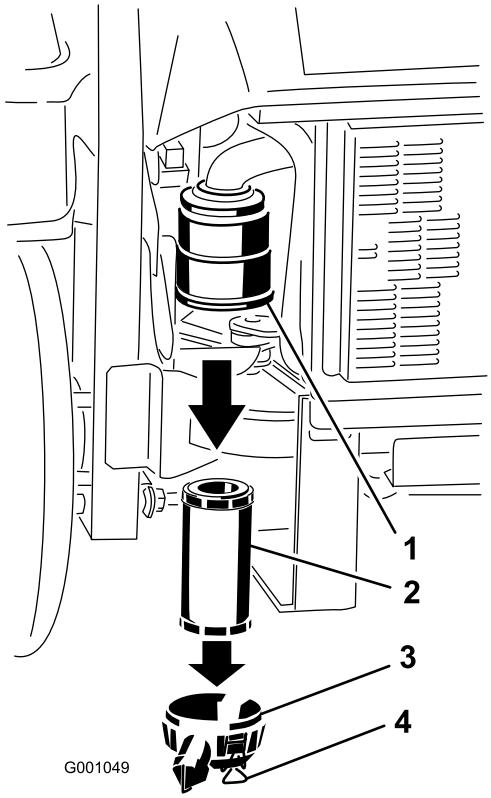

Figur 30
3. Lossa spärrhakarna på luftrenaren och dra av luftrenarkåpan från luftrenarhuset (Figur 30).
5. Dra försiktigt ut filtret ur luftrenarhuset (Figur 30). Undvik att knacka filtret mot sidan på luftrenarhuset.